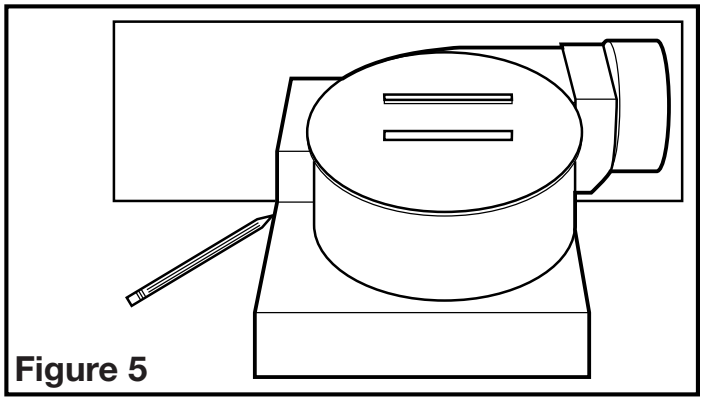

Figure 5
1. Position housing against the joist or stud and trace an outline of the housing onto the ceiling/wall material. Set housing aside and cut opening, being careful not to cut or damage any electrical or other hidden utilities **(Figure 5).**